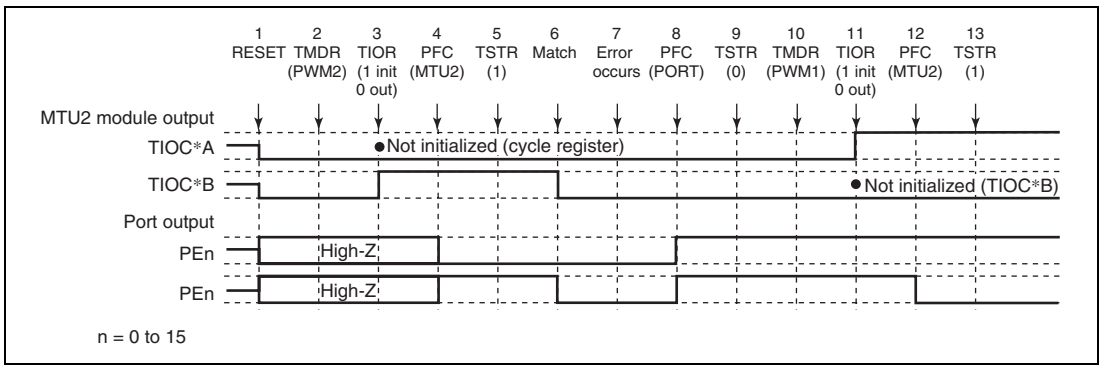

**Figure 10.151 Error Occurrence in PWM Mode 2, Recovery in PWM Mode 1**
**Operation when Error Occurs during PWM Mode 2 Operation, and Operation is Restarted in PWM Mode 1:** Figure 10.151 shows an explanatory diagram of the case where an error occurs in PWM mode 2 and operation is restarted in PWM mode 1 after re-setting.